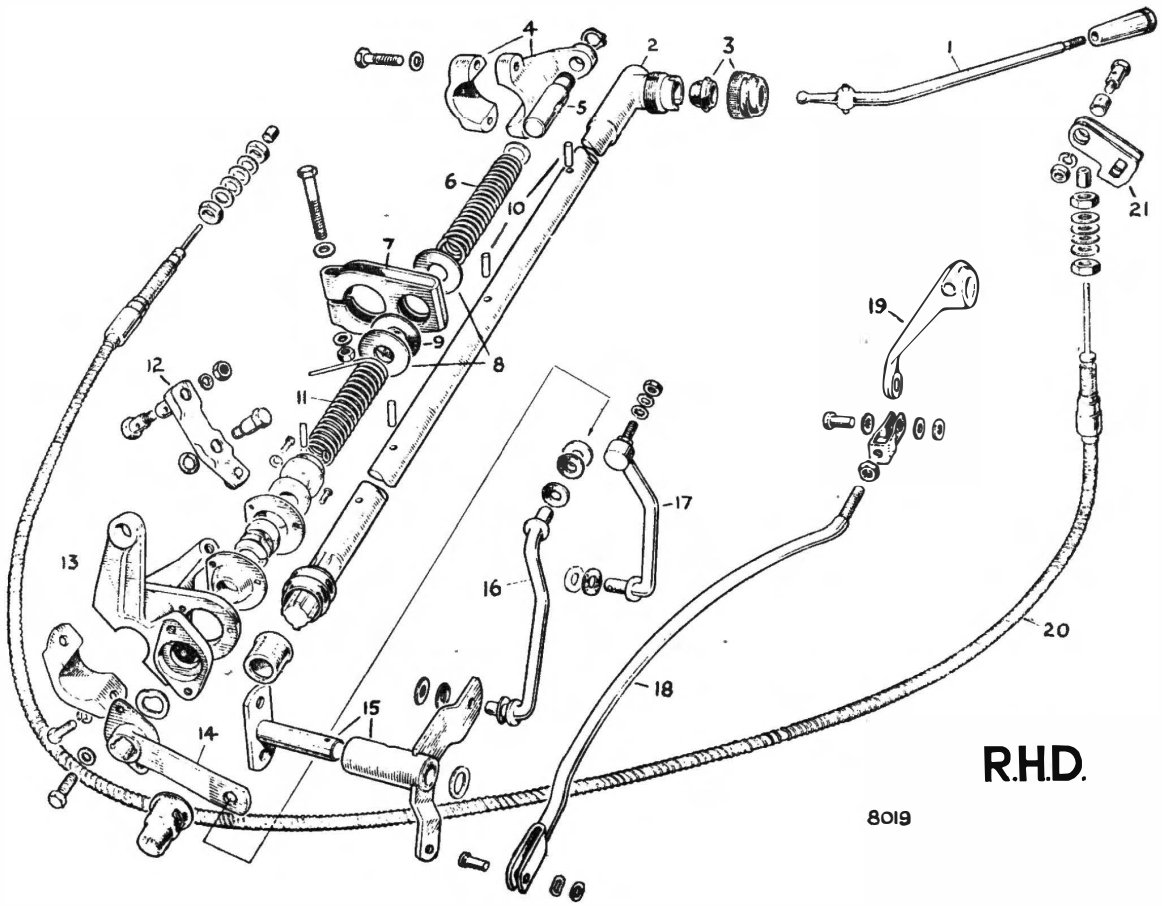

Fig. 17. *Column control assembly*
To remove (See Fig. 17)
To obtain bias of the control spring (11), turn the free end of the spring (winding on right-hand drive cars, unwinding on left-hand drive cars), so that it butts against the steering outer column (see Fig. 17).